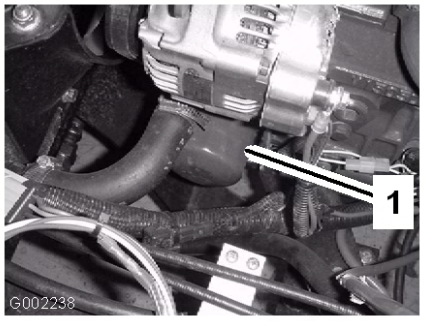

Figur 41
7. Ta bort det gamla oljefiltret (Figur 41).
10. Sätt i det nya filtret i filteradaptern. Vrid oljefiltret medsols tills gummipackningen kommer i kontakt med filteradaptern. Dra sedan åt filtret ytterligare ett halvt varv (Figur 41).